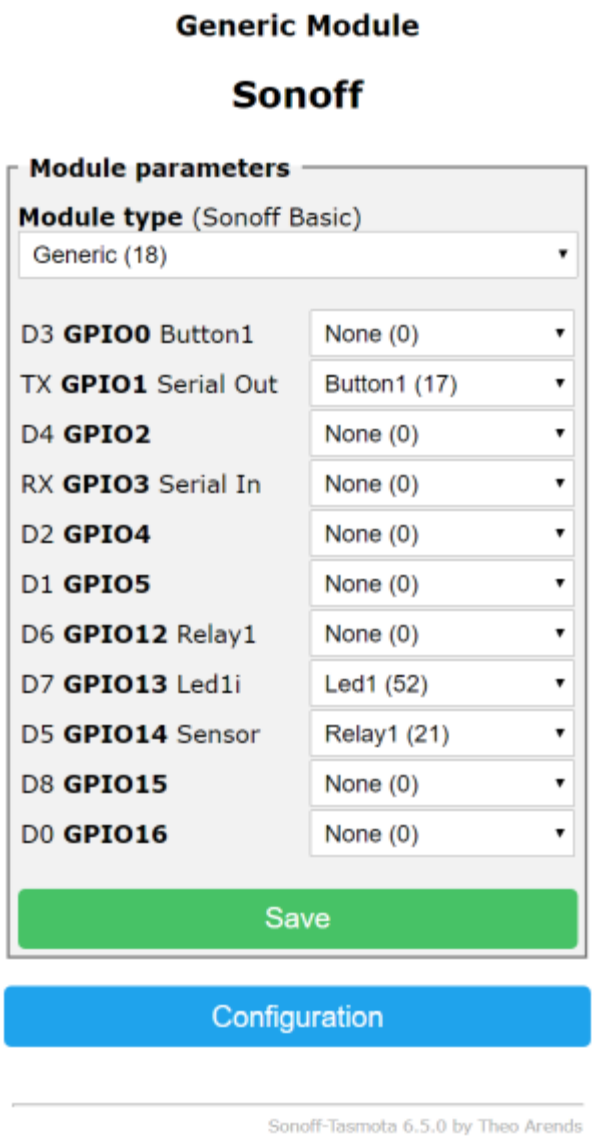

Figure 295 EVA LOGIK Smartplug GPIO Usage
The GPIO assignments based on the Generic (18) module are shown in Figure 295.